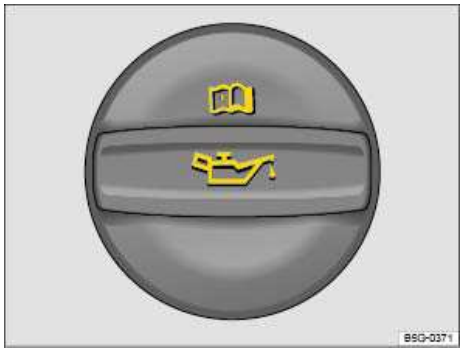

Fig. 146 In the engine compartment: Engine oil filler cap.
4. Find the oil filler opening and the dipstick. You can identify these by the symbol on the engine oil filler cap ⇒ fig. 146 and the colored handle on the dipstick. If you are not sure where the cap and the dipstick are located, see your authorized Volkswagen dealer or authorized Volkswagen Service Facility for assistance.
9. Remove the cap on the engine oil filler opening ⇒ fig. 146.